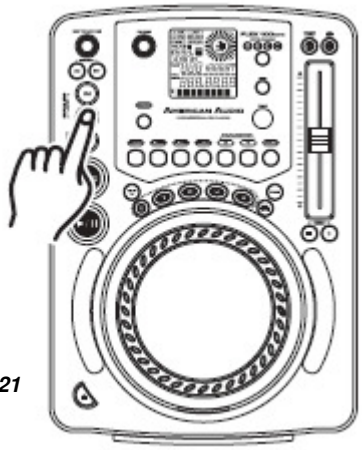

Rysunek21
1) Wciśnij przycisk *OUT (23)* by wrócić do normalnego odtwarzania od punktu cue pętli. (Rysunek 21). Wyłączy to tryb SEAMLESS LOOP i pozwoli ci na edytowanie końcowego punktu pętli.
2) Wciśnij przycisk *OUT (23)* ponownie z chwilą osiągnięcia nowego punktu końcowego (Rysunek 21).
- PĘTLA SKRÓCONA: Wciśnij przycisk *OUT (23)* wcześniej na ścieżce (Rysunek 21).
- PĘTLA WYDŁUŻONA: Wciśnij przycisk *OUT (23)* później na ścieżce (Rysunek 21).